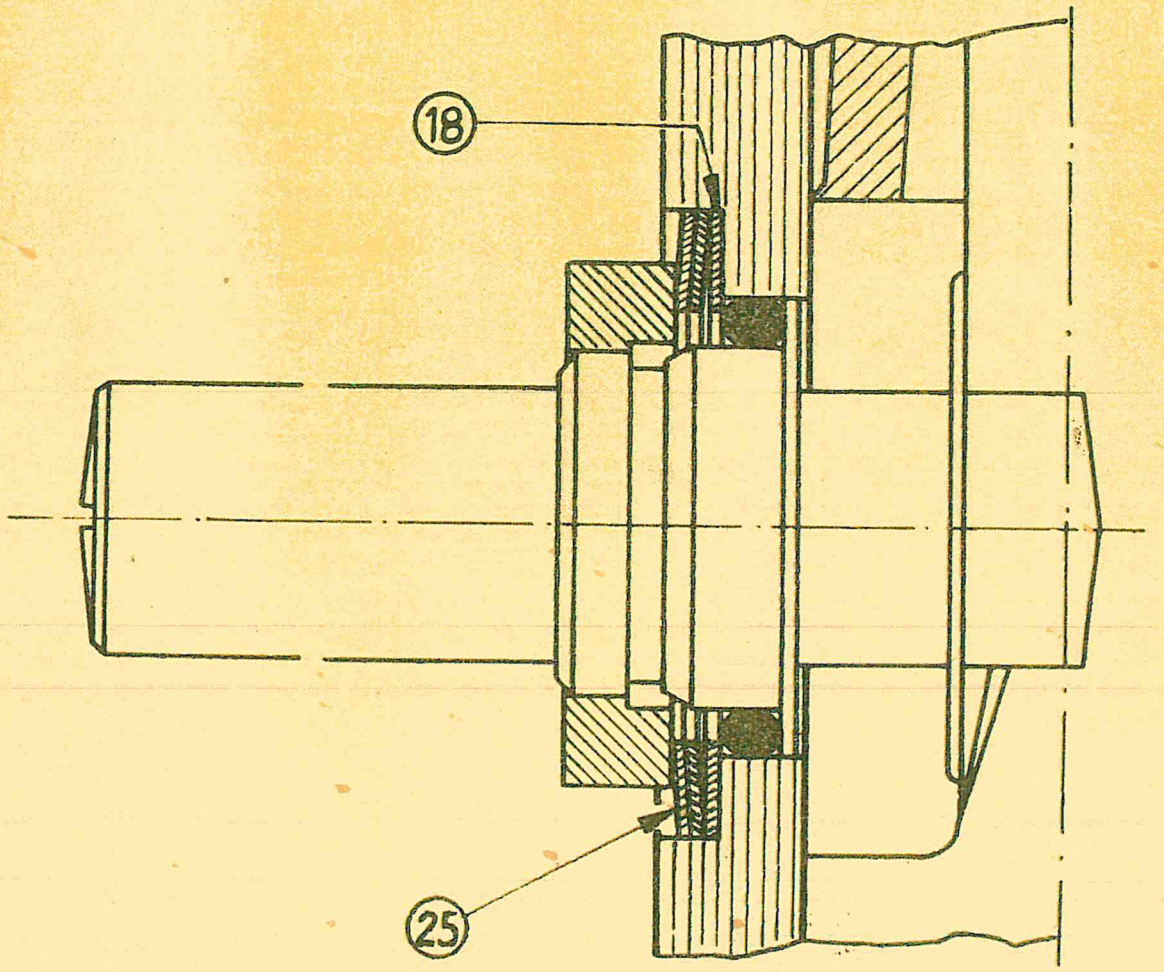

Fig. 14
Individual parts are assembled in opposite sequence than in the case of dismounting. Care must be taleen of correct placing and spacing the parts. Mounting the contact rose, the insulating insert (55) must be carefully located in the bottom of contact finger (47) cover so that 4 holes are kept free in periphery of cover. Correct position of plate springs (56) must be secured by placing the shorter arms towards holder of contact fingers (46). The arcing ring (49) is tightened without undue force. Before remounting the contact rose holder (9) and (37), the correct position of segments must be inspected: Incoming terminal (19 and 26) together with washers are assembled according to Fig. 14. nut is tightened by the moment of 5 kpm.